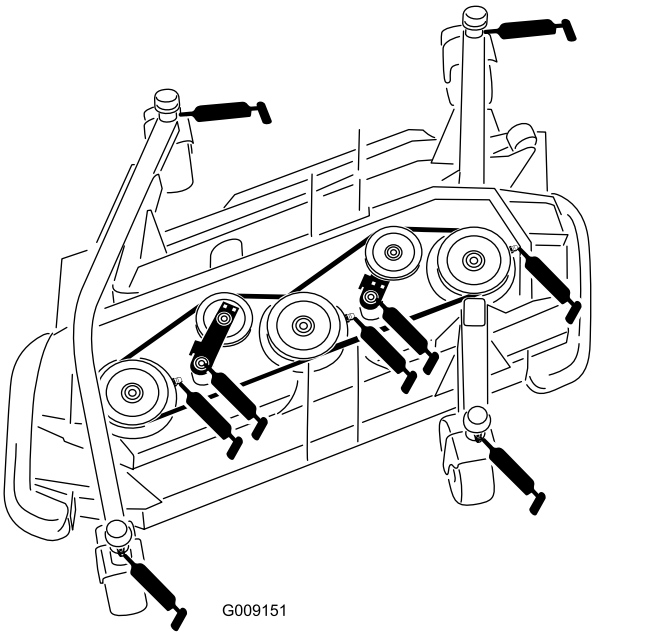

Figur 54
- 4 bussningar för hjulgaffelaxeln (Figur 54)
- 3 lager för spindelaxeln (på spindelhuset) enligt Figur 54
- 2 vridfästesbussningar för mellandrevsarmen (på mellandrevets svängtappsaxel) enligt Figur 54